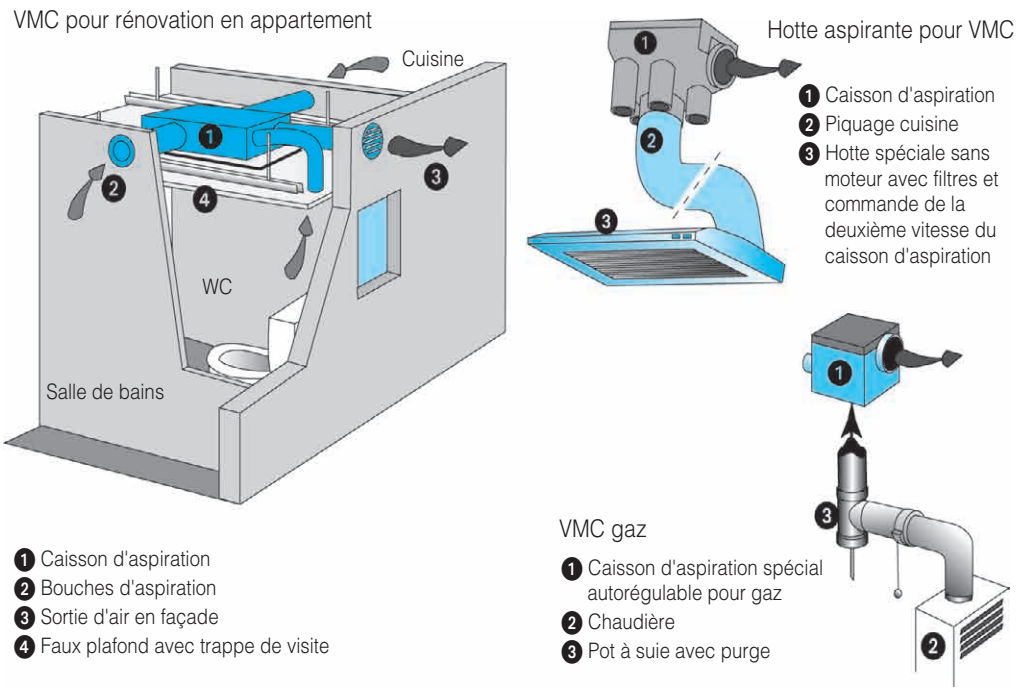

Figure 49 : Autres types de VMC
Pour un fonctionnement correct, il est nécessaire que les entrées d'air soient sensiblement égales au débit d'extraction. Pour respecter la réglementation thermique (RT), il est préférable de choisir une VMC hygroréglable certifiée CSTBat. Certaines VMC sont prévues pour adapter sur leur sortie cuisine une hotte aspirante sans moteur et munie uniquement d'un filtre graisse. Un interrupteur sur la hotte permet de commander les vitesses du caisson de VMC (figure 49).
Sur le même principe que la VMC simple flux, la VMC gaz (figure 49) est conçue pour évacuer les produits de combustion d'une chaudière ou d'un chauffe-eau à gaz. L'installation et l'entretien de ce type de matériel nécessite l'intervention d'un spécialiste.
Il existe également des VMC simple flux compactes (figure 49) spécialement conçues pour être installées dans les appartements à rénover. Leur encombrement est réduit, ainsi que le niveau sonore en fonctionnement. Elles peuvent être installées dans un faux plafond avec trappe de visite. L'air est évacué à travers une paroi.